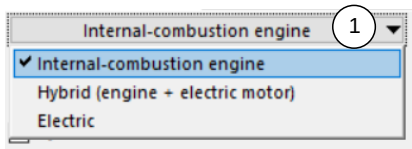

Figure 8. Three sources of power for the powertrain system.
(1) Drop-down list of three source of power for the system (Figure 8).